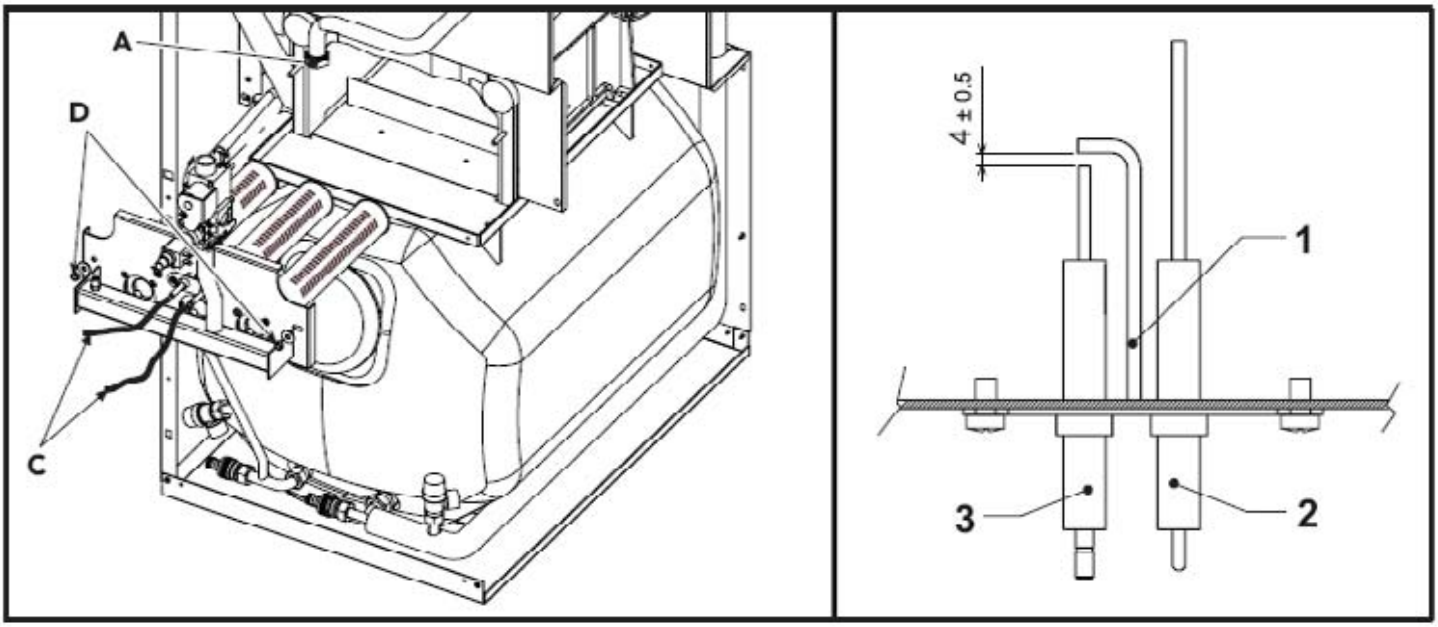

Рис. 23 – Чистка блока горелок и блока электродов
- На электроде не должно быть нагара, и его положение должно соответствовать норме (см. Рис. 23).
- Отвинтить два винта D крепления дверцы камеры сгорания к чугунным элементам корпуса котла (Рис. 23).